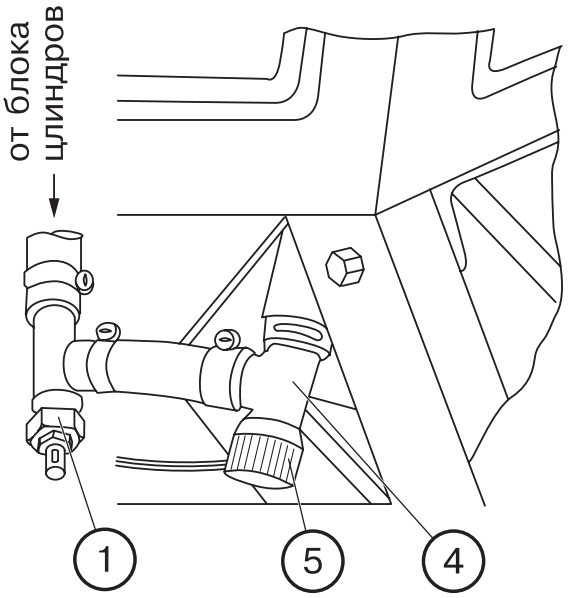

Рис. 4.20.1
- Откройте кран (1), соединенный с блоком цилиндров (рис. 4.20.1)
ВНИМАНИЕ! Для слива жидкости из системы отопления, в холодное время года, предусмотрены сливные краны (4) с левой и правой стороны (см. рис. 4.20.1). В этом случае, после слива и во избежание ледяных пробок, продуйте систему сжатым воздухом, предварительно закрыв кран (1) на блоке цилиндров и открыв пробки (5) кранов (4).